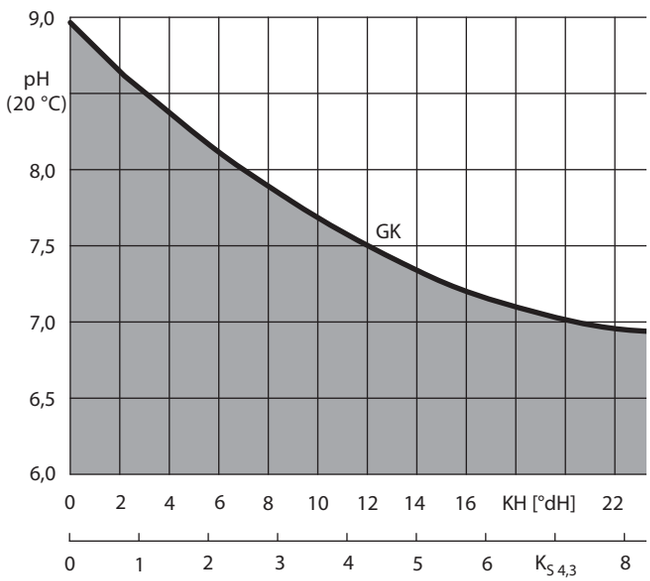

Abb. 1: Neigung zur Abscheidung von kalkhaltigen Schichten
- Neigung zur Abscheidung von kalkhaltigen Schichten gemäß Abb. 1. Hauptparameter: pH-Wert und Karbonathärte bzw. Säurekapazität $K_{S\,4,3}$ des Förderwassers.
Beläge führen zur Beeinträchtigung der Förderung bzw. zu einer behinderten Wärmeabfuhr des Antriebsmotors. Zur Bildung unerwünschter Ablagerungen kann es kommen, falls übermäßige Neigung zur Kalkablagerung gemäß Abb. 1 (hartes Wasser) vorliegt (z. B. Eisen ca. 0,2 mg/l bzw. Mangan ca. 0,1 mg/l, Ockerbeläge bzw. Braunstein).